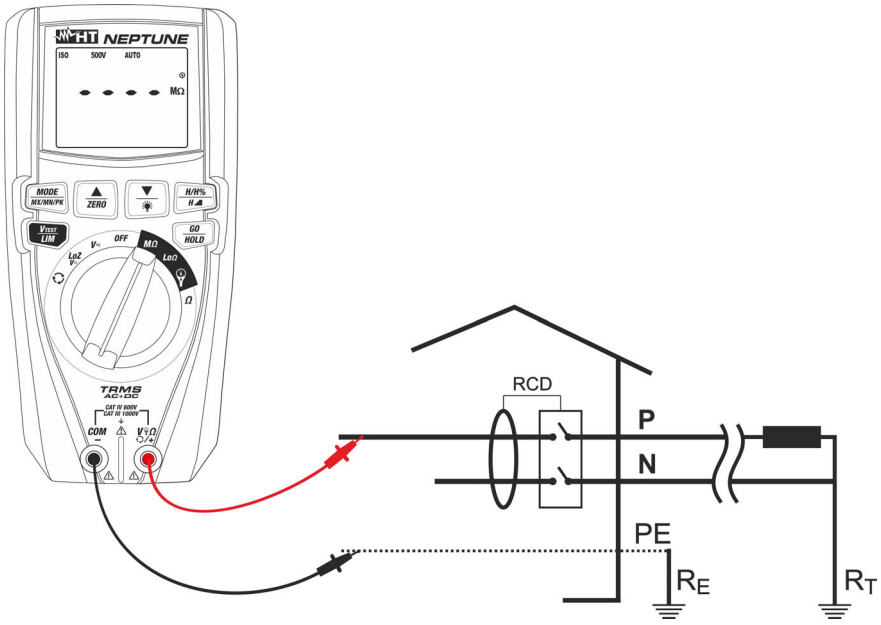

Fig. 15: Uso del instrumento para medida de resistencia de aislamiento en modo AUTO
7. Inserte el conductor rojo en el terminal de entrada **VΩ/+** y el conductor negro en el terminal de entrada **COM/**– y eventuales terminales de cocodrilo y conecte el instrumento a la instalación en examen (vea la Fig. 15)